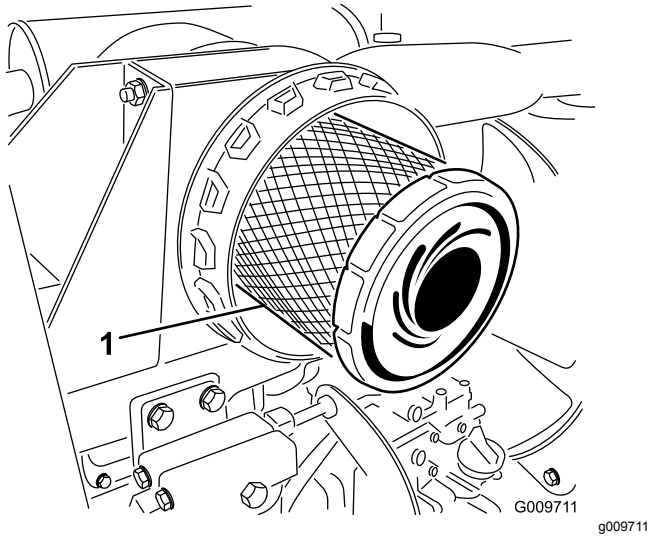

Figuur 51
4. Verwijder en vervang het voorfilter (Figuur 51).